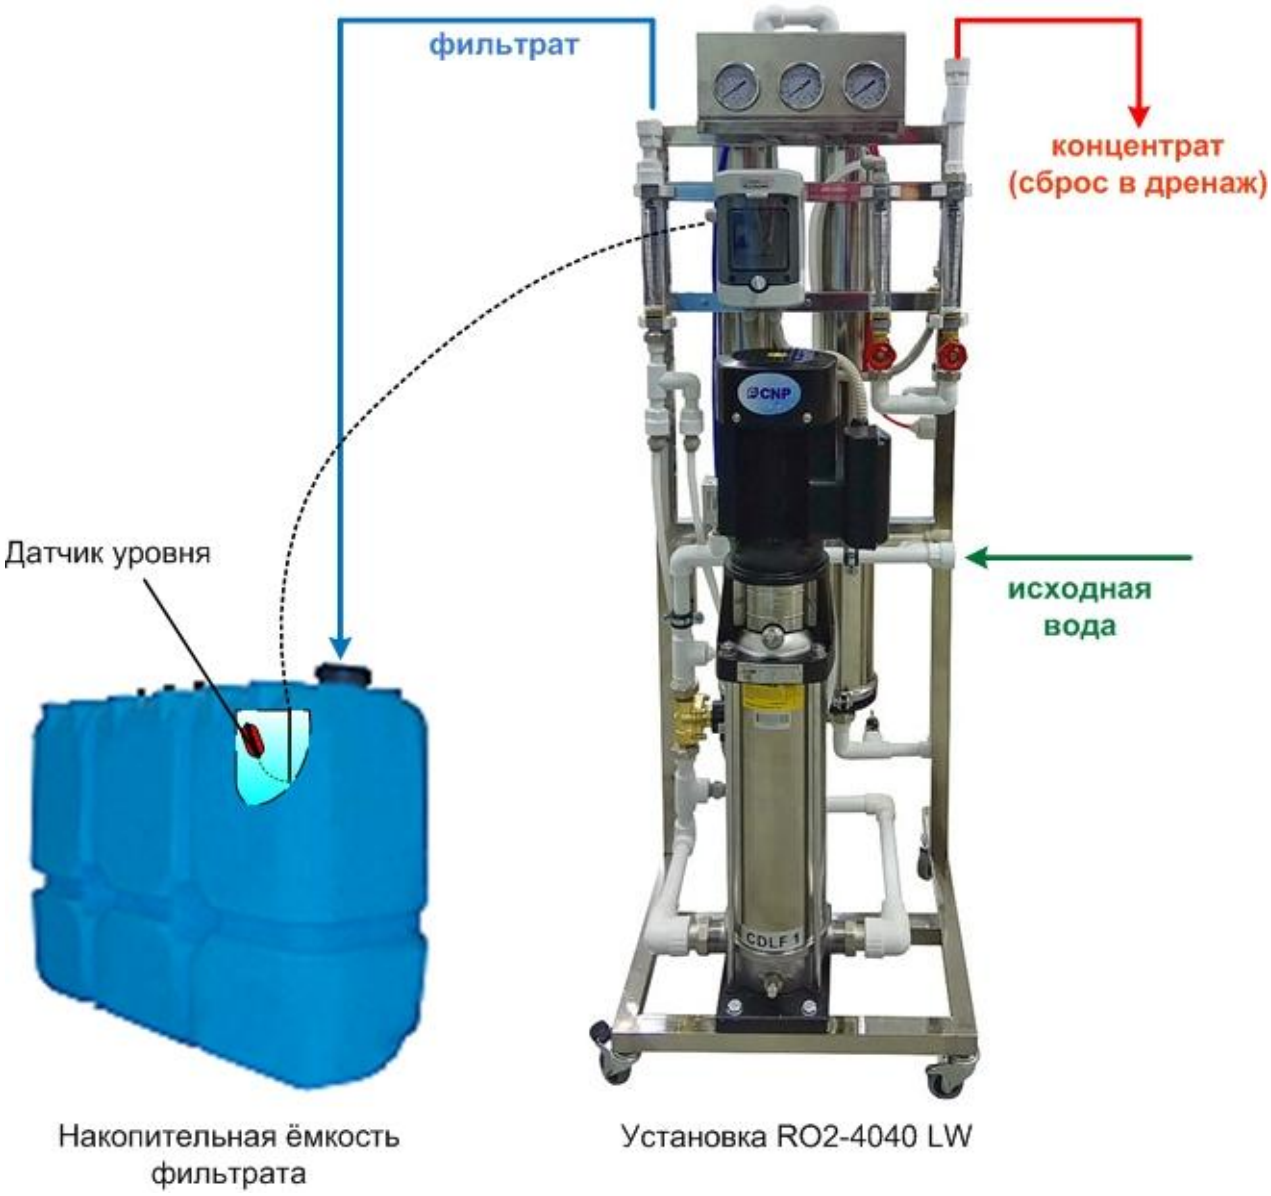

Рис. 4 Подключение трубопроводов к установке.
3.1.2. Подключить установку к магистрали исходной воды (давление – не менее 1,5 bar, расход не менее 1200 л/час), выход фильтрата – к отводящей магистрали чистой воды, выход концентрата – к дренажной системе (сброс – не менее 700 л/час) (см. рис. 4). Рекомендуется на входе и выходе установки поставить отсекающие краны. Для нормальной работы установки потребитель должен обеспечить качество исходной воды не хуже указанного в табл.1.